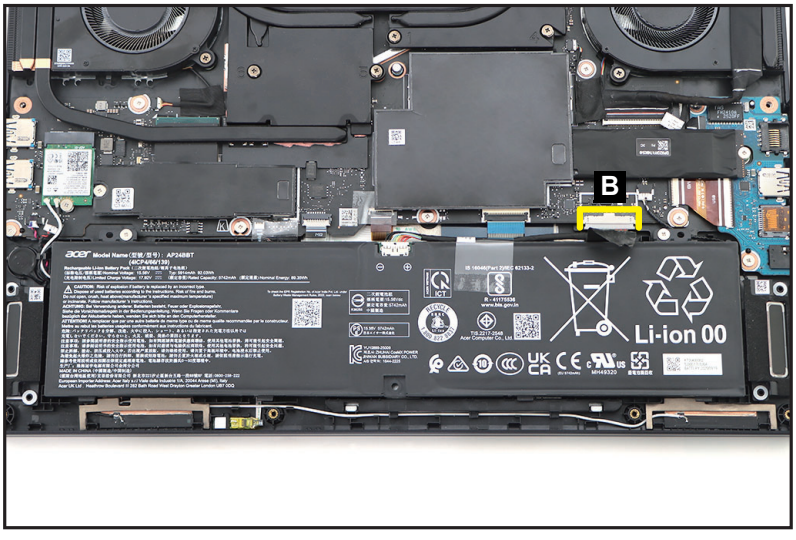

Figure 1-11. Battery Pack Removal
2. Disconnect the battery cable from the mainboard connector (B) (Figure 1-11).